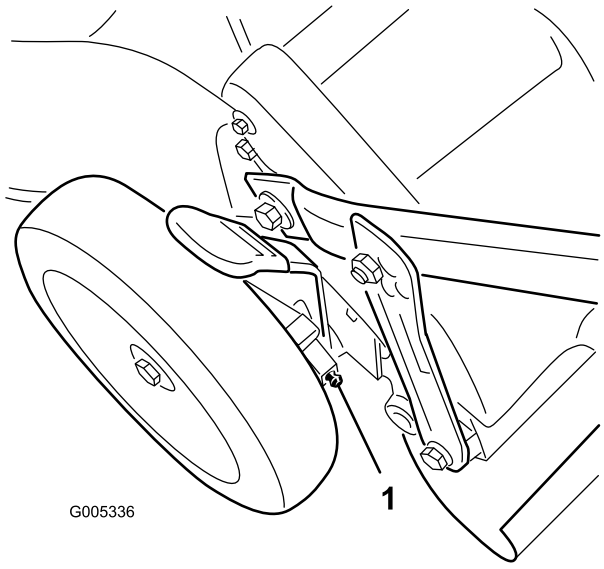

Figuur 24
1. Veeg de smeernippels aan de binnenkant van de achterwielen af met een schone doek (Figuur 24).